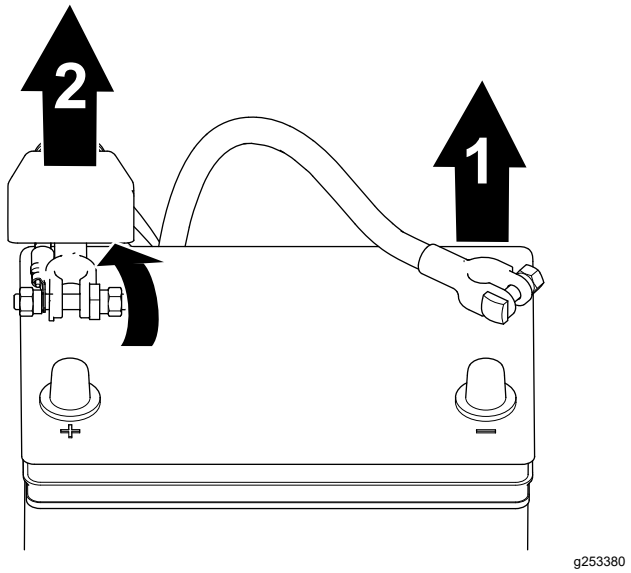

**Figuur 34**
1. Koppel de minkabel los van de accupool (Figuur 34).
2. Hef de isolatorkap op en koppel de pluskabel los van de accupool (Figuur 34).